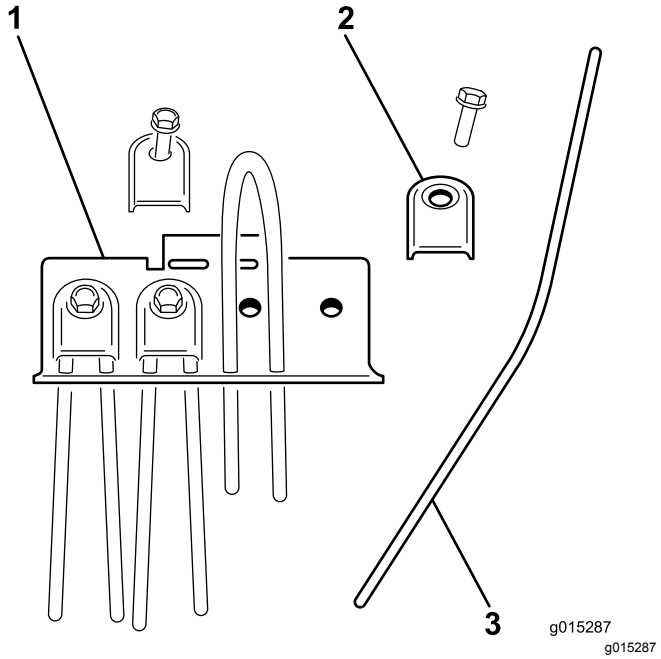

Figura 28
2. Retire o retentor do dente e faça deslizar o dente danificado (Figura 28).